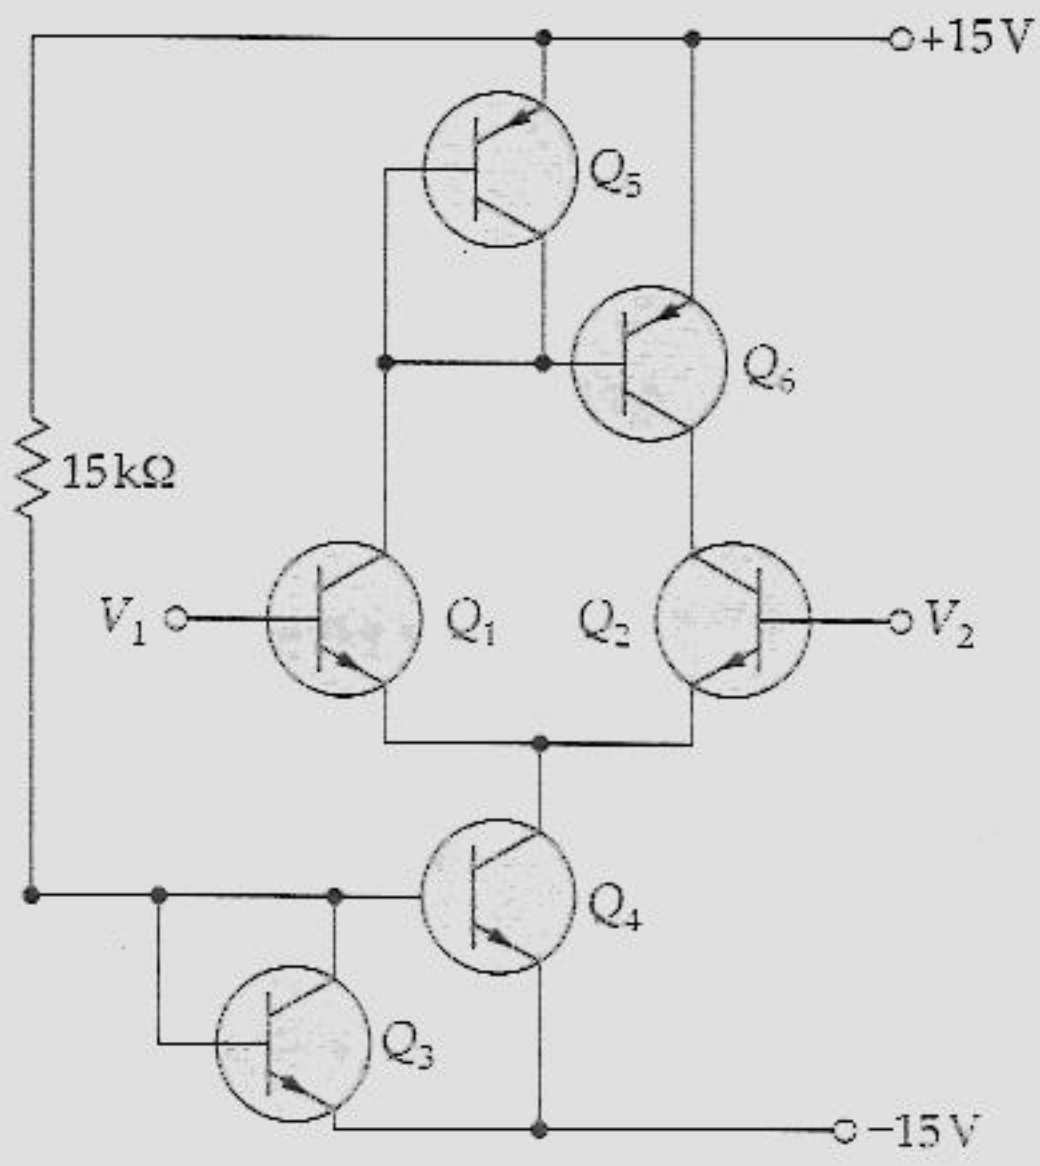

Figura 17.28
17.23 Na Figura 17.28, os transistores Q_3 e Q_5 são conectados para funcionar como diodos de compensação para Q_4 e Q_6. Qual a corrente de cauda? E a corrente através da carga ativa?
17.24 A resistência de 15 kΩ do circuito da Figura 17.28 é alterada para se obter uma corrente de cauda de 15 μA. Qual o novo valor da resistência?